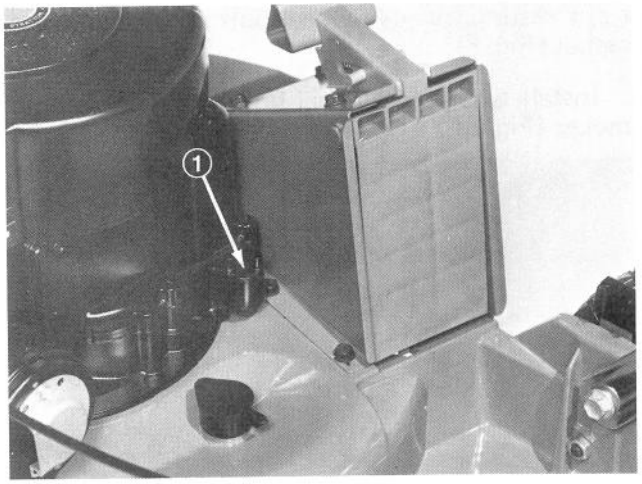

Figure 3
2. Remove oil fill plug (Fig. 3).